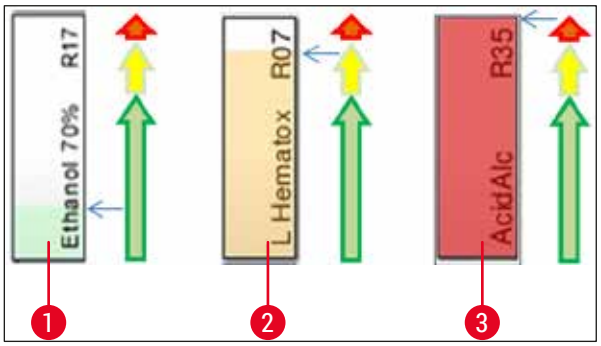

Fig. 71
- Bakgrunnsfarge (→ "Fig. 71")
- Bakgrunnsfargen viser forbruksstatusen for reagensen (→ "Fig. 71") . Etterhvert som reagensen forbrukes, stiger fargestolpen fra bunnen til toppen og endrer farge i samsvar med forbruksstatusen.